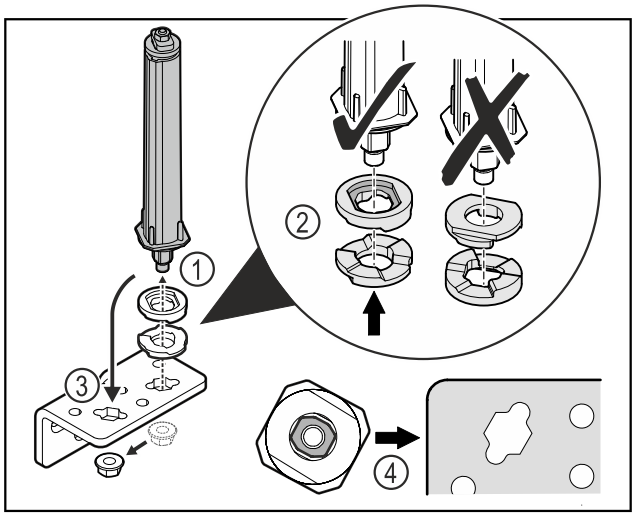

Fig. 42
▶ Desfaceți piulița și îndepărtați sistemul de închidere a ușii *Fig. 42 (1)*.
▶ Aveți în vedere alinierea corectă a șaibelor de reglaj pe înălțime *Fig. 42 (2)*.
▶ Mutați sistemul de închidere a ușii în colțarul balamalei și fixați cu piulița *Fig. 42 (3)*.
▶ La utilizare aveți în vedere alinierea corectă a sistemului de închidere a ușii *Fig. 42 (4)*.